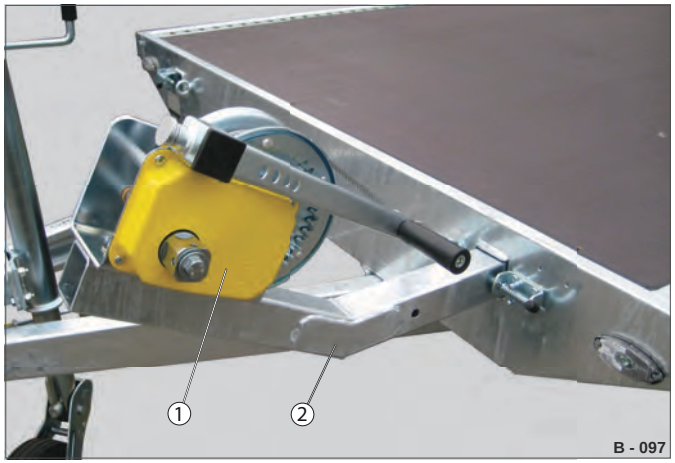

Fig. 37 Variant 1: Variabelt spil
▶ Anbring spilbukken (Fig. 37 /2).
▶ Sæt håndtaget i parkeringsstillingen (se Fig. 37) for at sikre det.